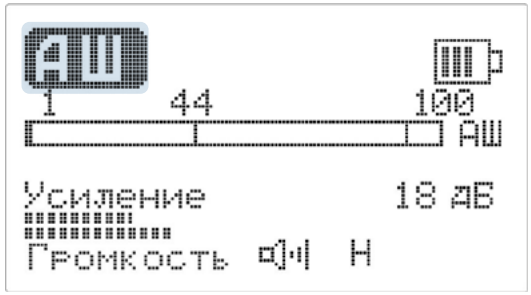

Рисунок 8 – Основной экран меню канала «АШ»
4.7.1. Основной экран канала «АШ» (Рис. 8). Полоса пропускания на канале «АШ» 100...2000 Гц. Канал может быть использован для прослушивания всего спектра сигналов, принимаемых акустическим датчиком. Сигнал канала «АШ» используется для формирования импульса «Adt» и измерения задержки между магнитным и акустическим сигналами (Т=1,2 мс).